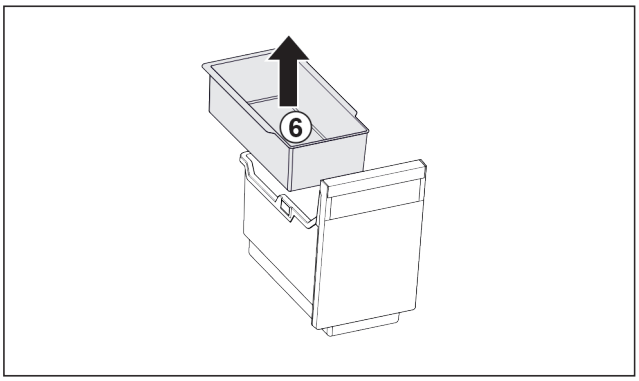

Fig. 101
▶ Remove the hang-on tray *Fig. 101 (6)*.